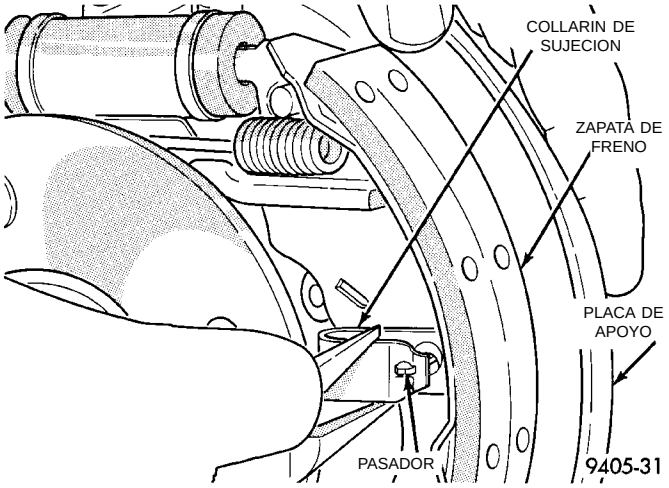

Fig. 83 Collarines y pasadores de sujeción de la zapata de freno
(7) Retire los collarines y pasadores de sujeción que fijan las zapatas de freno primaria y secundaria a la placa de apoyo del freno (Fig. 83).
(6) Instale los pasadores y collarines de sujeción de ambas zapatas de freno en la placa de apoyo del freno (Fig. 83).